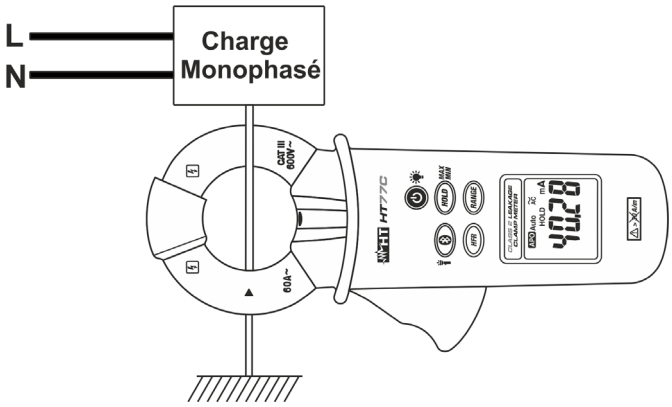
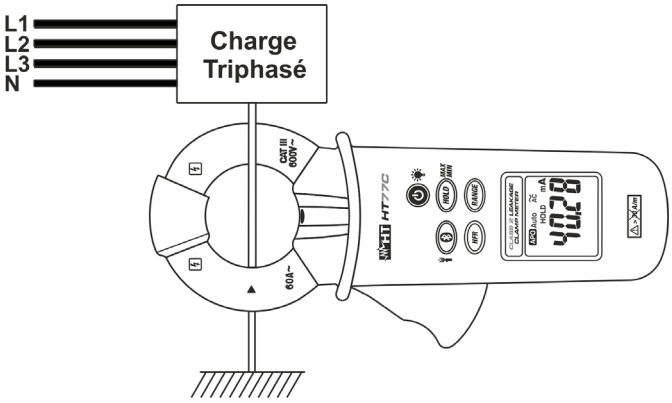

Fig. 4 : Mesure du courant de fuite par méthode directe en systèmes monophasés
Fig. 6 : Mesure du courant de fuite par méthode directe en systèmes triphasés
2. Ouvrir le tore et connecter la pince comme il est montré à la Fig. 4 ou à la Fig. 6. La valeur de courant de fuite apparaît à l'écran.